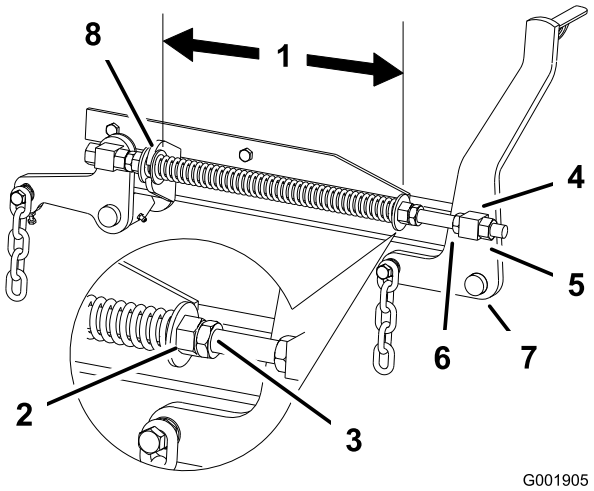

**Figuur 70**
2. Controleer de afstand tussen de twee grote ringen; deze moet 29,2 cm bedragen (Figuur 70).
3. U kunt deze afstand instellen door de contramoer van de veer los te draaien en vervolgens te draaien aan de moer op de voorkant van elke veer (Figuur 70). Als u de moer rechtsom draait, wordt de veer korter; als u de moer linksom draait wordt de veer langer.
4. U borgt de moer in deze positie door de contramoer van de veer vast te draaien (Figuur 70).